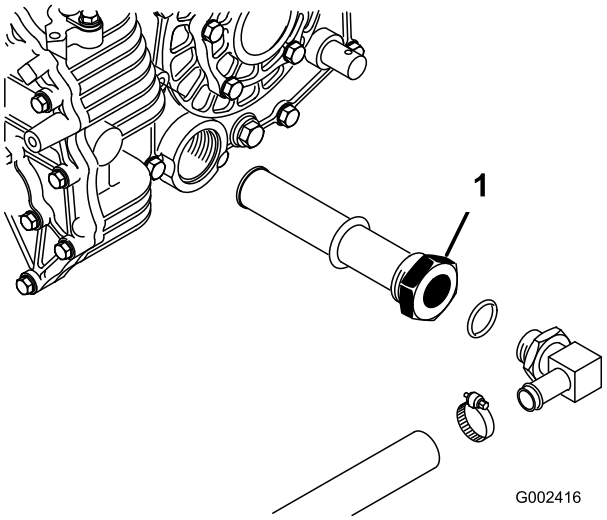

Figur 73
3. Merk deg retningen på den hydrauliske slangen og 90°-vinkelrøret på sugefilteret på siden av beholderen (Figur 73).